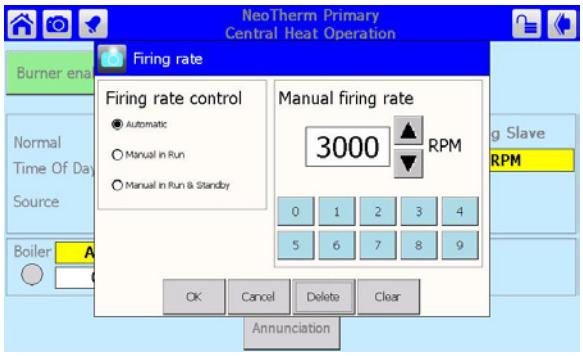

Fig. 104 - Manual Firing Rate
11. Press the box for Firing Rate again. The controller will present the Manual Firing Rate screen shown in Fig. 104.
21. When troubleshooting a burner setup, it is sometimes helpful to watch the pressure differential between the gas inlet and outlet. To measure this, install a differential pressure gauge capable of reading negative 0.01 inches W.C. (0.002kPa). Attach the gauge to the positive and negative ports shown in Fig. 104. When the testing is complete, remove the pressure gauge, and plug the ports. Repeat the test setup on each burner.